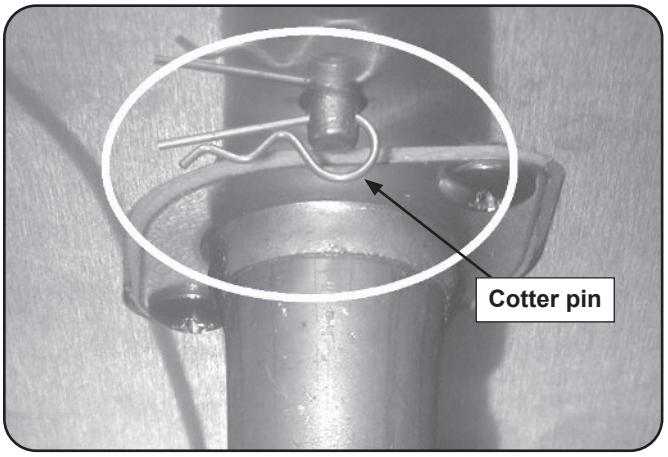

Fig. 49-1 Remove cotter pin
3. Reach up under the burner support and remove the cotter pin (see Fig. 49-1), located at the rear of the burner pipe.